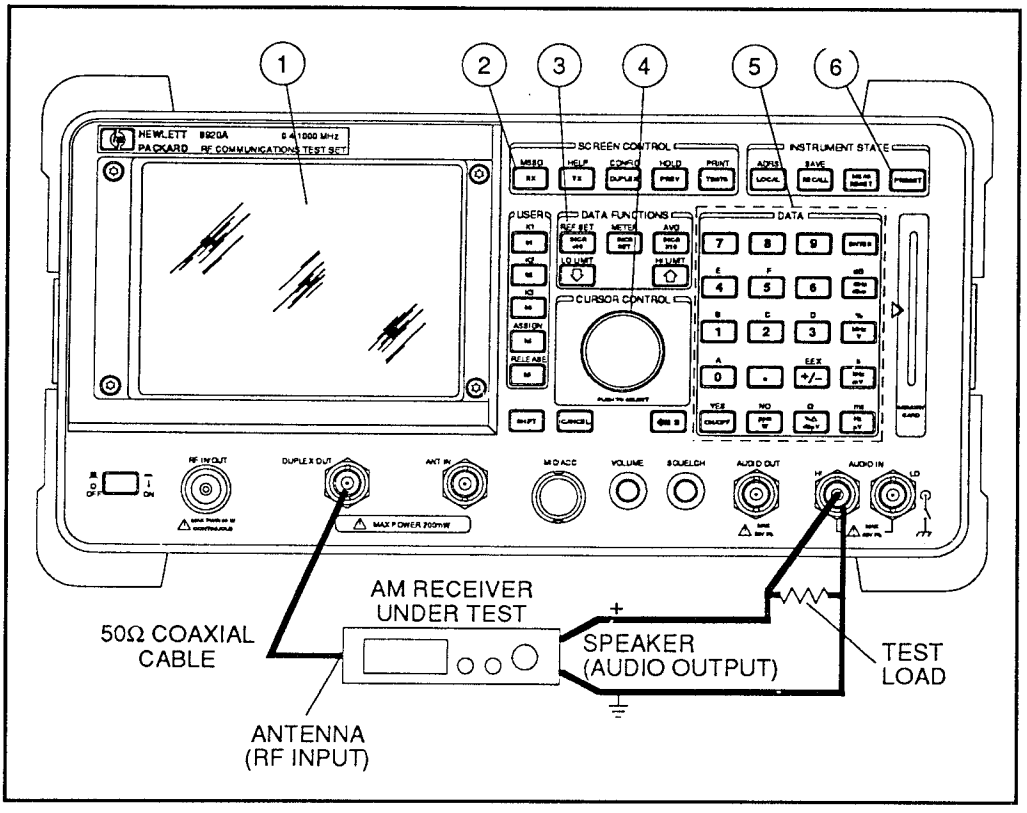

Figure 21: AM AGC setup
1. Connect the receiver as shown in Figure 21.
2. On the HP 8920A, press the PRESET key (6), and press the RX key (2).
3. Using the knob (4) and data entry keys (5), set **RF Gen Freq** to the receiver operating frequency. Set **Amplitude** to -47 dBm (1 mV). Set **Output Port** to Dupl. Set **AFGen1 To** to AM at the desired modulation depth (typically